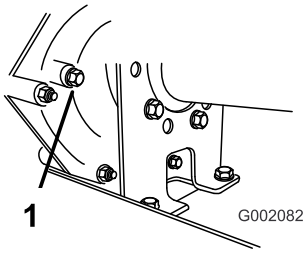

Figuur 56
2. Verwijder de bout uit het peilgat (Figuur 56).